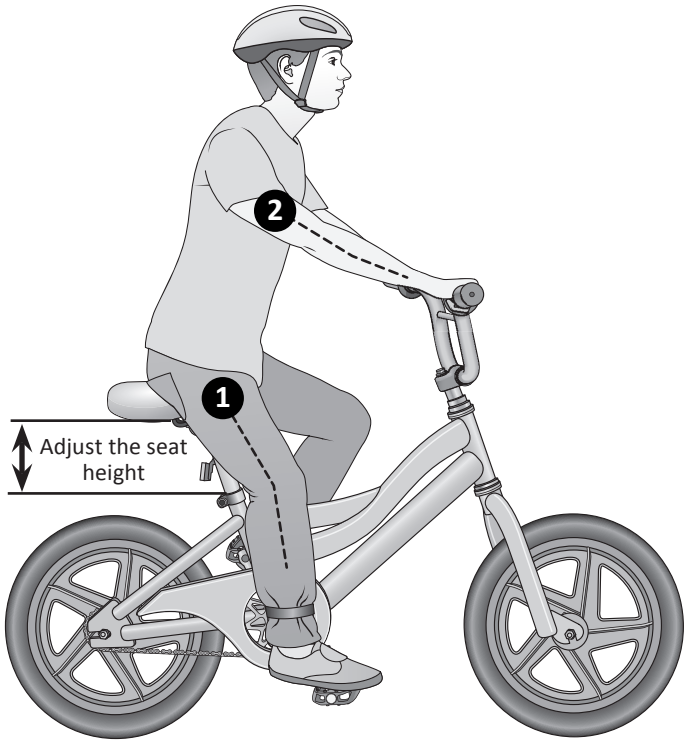

Figure 1.2
1. Your legs should be almost completely straight when the pedal is in the down most position, just a slight bend in the knee. **Figure 1.2**